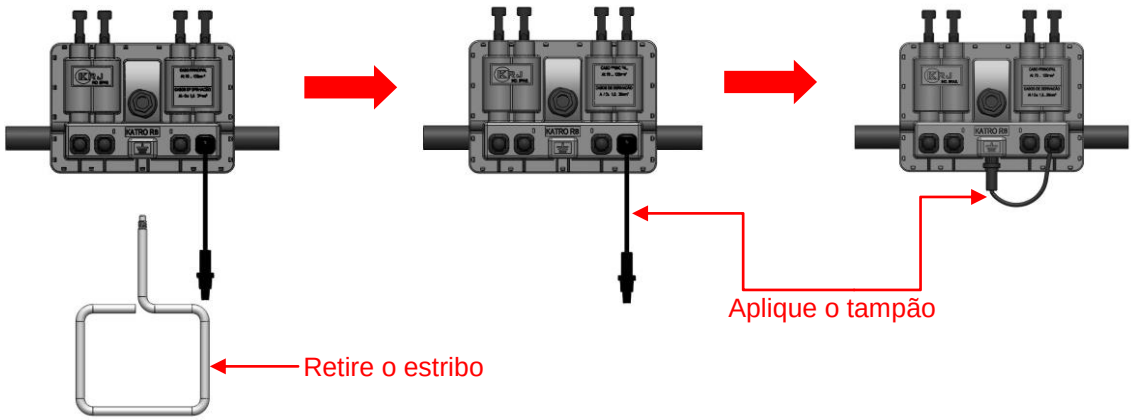

Figura 12
Passo 2: Após a manutenção da rede, retire o estribo ,guarde-o para futura utilização e recoloque o tampão do alojamento do estribo, observe a sequencia na figura 12.